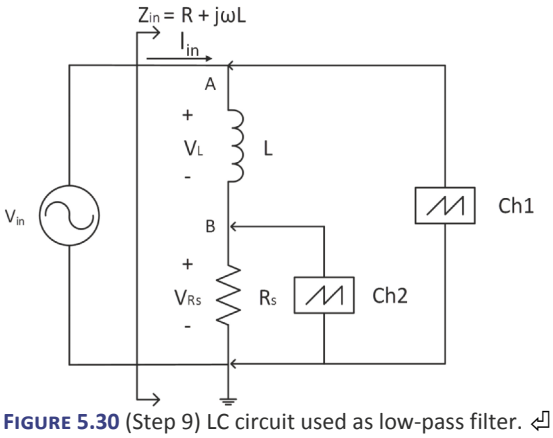

**FIGURE 5.30** (Step 9) LC circuit used as low-pass filter.
9. **Using the WG and oscilloscope as an LCR meter.** In this step you will do the same kind of measurement that the LCR meter does internally. Build the LR LPF circuit of Fig. 5.30 on a breadboard using the 50 mH inductor of Step 4 and a resistance $R_S$ of about 1 kΩ. Measure the value of the resistor accurately using the DMM and use that value in calculations.